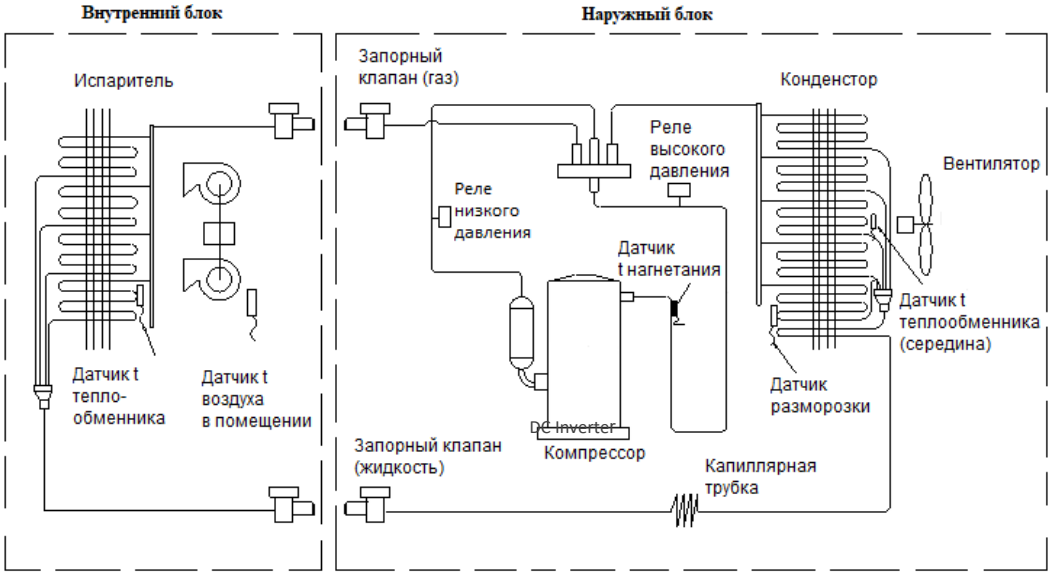

Рис.2 .2-Фреоновый контур кондиционера
- В режиме охлаждения компрессор нагнетает газообразный фреон в теплообменник наружного блока (см.рис.2), при высоком давлении и температуре фреон отдает тепло в окружающую среду и конденсируется.